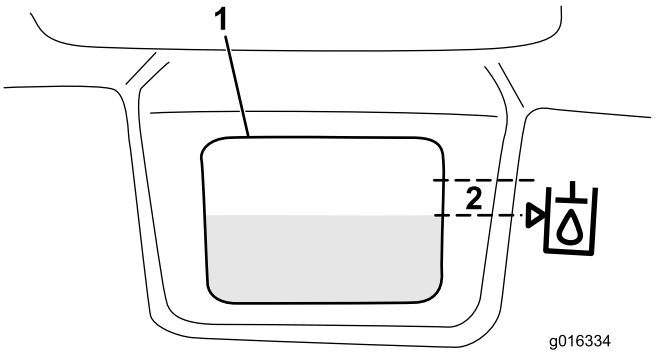

Figur 33
3. Fyll beholderen langsomt med passende hydraulisk væske til nivået er ved eller ikke mer enn 6 mm fra pilen i symbolet ved siden av det hvite vinduet foran beholderen (Figur 33). Ikke fyll på for mye.